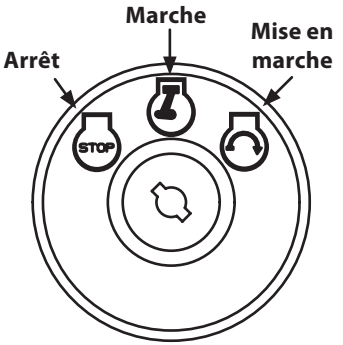

Figure 5
5. Tournez la clé dans le sens des aiguilles d'une montre, jusqu'à la position « START » (Démarrage). Quand le moteur tourne, lâchez la clé. Elle reviedra à la position « RUN » (Figure 5).